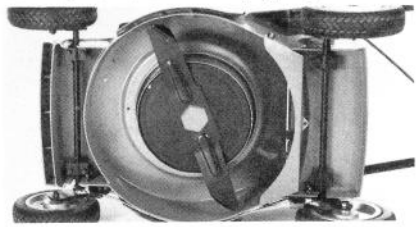

Figure 20
2. Tip mower on its side (Fig. 20).